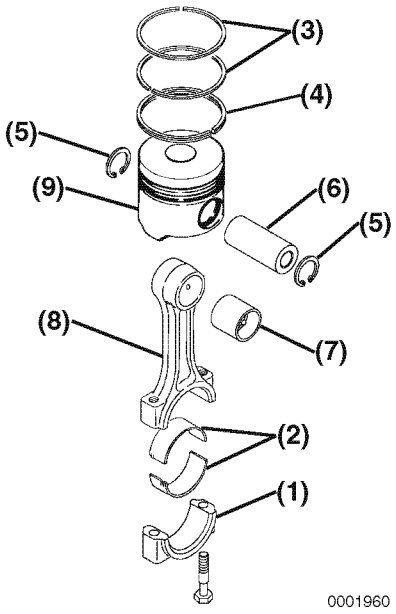

Figure 6-103
5. Remove the bearing inserts **(Figure 6-103, (2))**.
6. Remove the compression rings **(Figure 6-103, (3))** from the piston using a piston ring expander.
7. Remove the oil ring **(Figure 6-103, (4))** from the piston using a piston ring expander.
8. Remove the circlips **(Figure 6-103, (5))** from the wrist pin.
9. Remove the wrist pin **(Figure 6-103, (6))** and connecting rod **(Figure 6-103, (8))** from the piston **(Figure 6-103, (9))**.